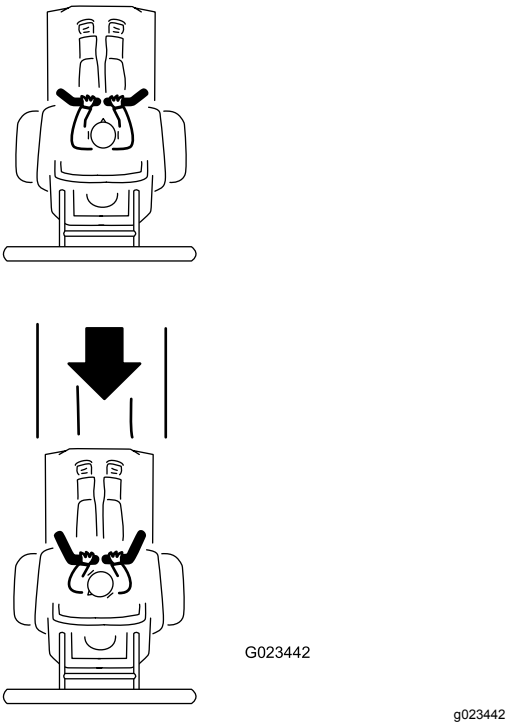

Рисунок 25
3. Для движения назад смотрите сзади себя и медленно потяните рукоятки управления назад (Рисунок 25).